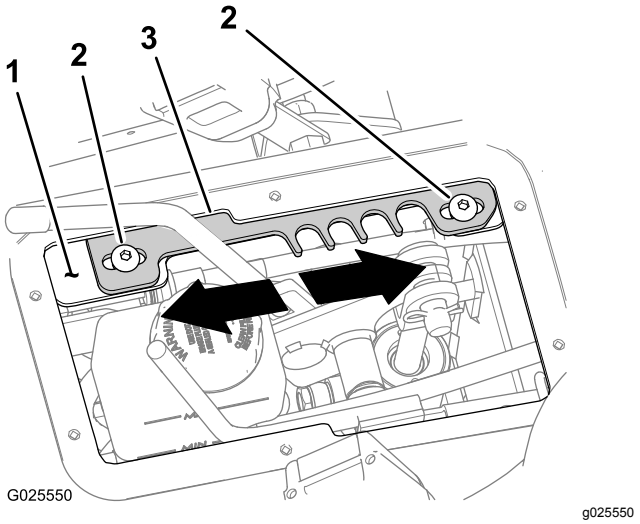

图62
4. 将速度范围控制杆移至 **T**运输位置图62。
5. 卸下将止动板固定到控制杆支架上的 2 个内六角螺丝5/16 x ¾ 英寸图62。
- 将止动板向**前**移动可增加最大地面行驶速度限值图62。
- 将止动板向**后**移动可降低最大地面行驶速度限值图62。